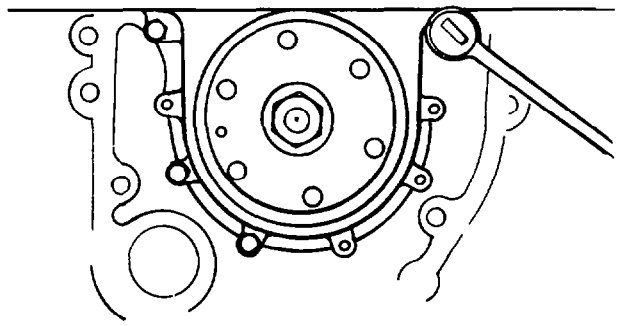

Fig. 53 — Removing Rear Main Seal Housing
u. Remove the bolts from the main bearing caps in turn, then remove the caps; remove the rear main seal housing (see fig. 53).